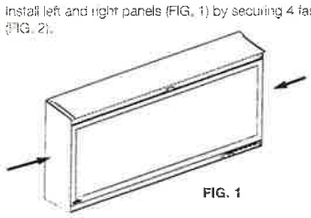
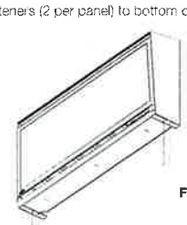

FIG. 1
FIG. 2
1. Install left and right panels (FIG. 1) by securing 4 fasteners (2 per panel) to bottom of appliance (FIG. 2).